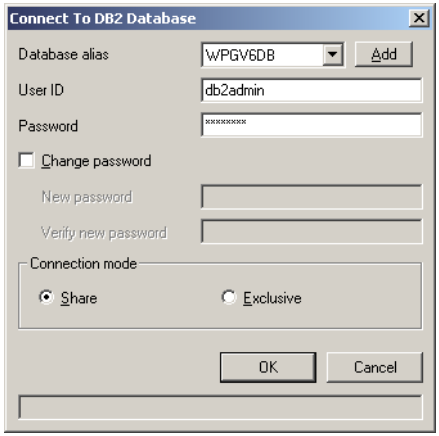

Figure 15-56 Enter user and password
7. Select **WPGV6DB** and click **OK**. The Connect to DB2 Database window opens (Figure 15-56 on page 513).